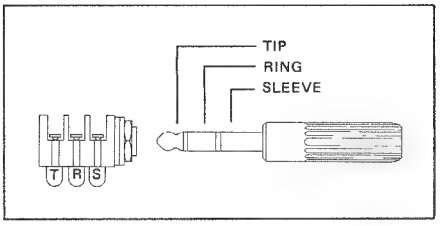

Fig. 3
10.1.3. Kopfhörerbuchse PHONES (Fig. 3)
10.1.3. Headphones socket PHONES (Fig. 3)
10.1.3. Prise pour casque PHONES (Fig. 3)